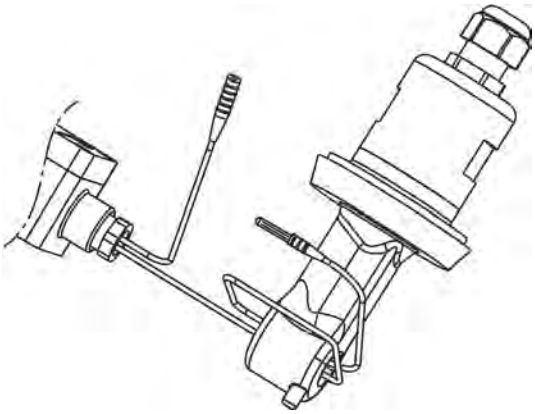

Abb. 74: Draht um Ci-Sensor
Kabel des Kalibrieradapters zweimal durch die Bohrung der Messsonde schleifen (siehe ↳ *Kapitel 10.2.5.5 „Ci-Grundabgleich“ auf Seite 154* , Abb. 74) und Schleife schliessen .
4. Legen Sie den Draht des Kalibrieradapters mit zwei Windungen durch die Öffnung des Ci-Sensors, ohne die Drahtenden zu verbinden. (Siehe Abb. 74 .)